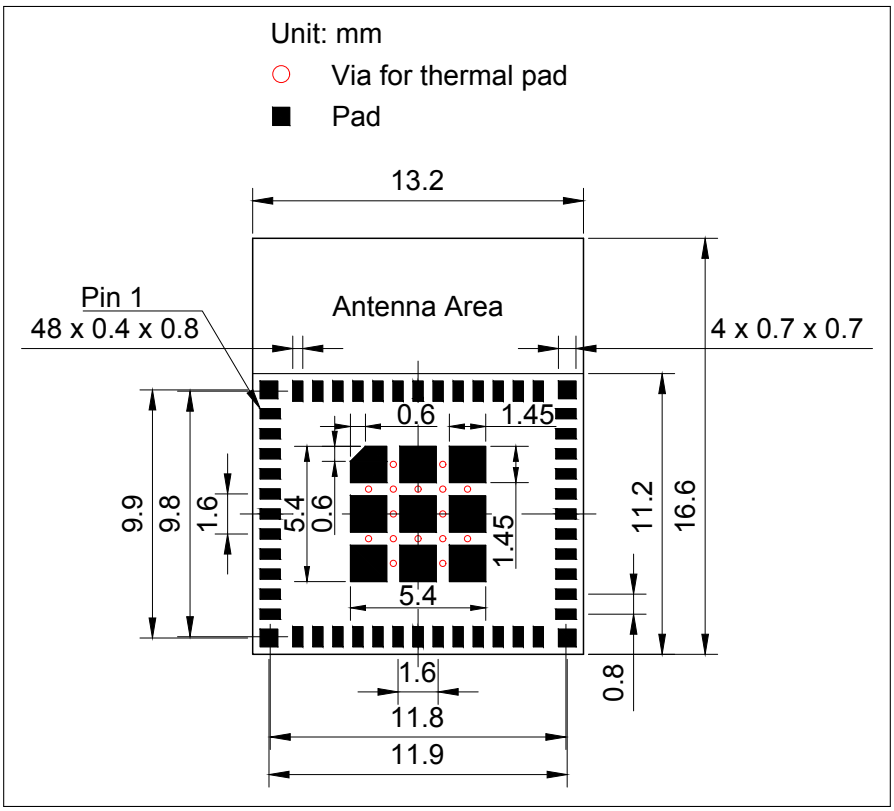
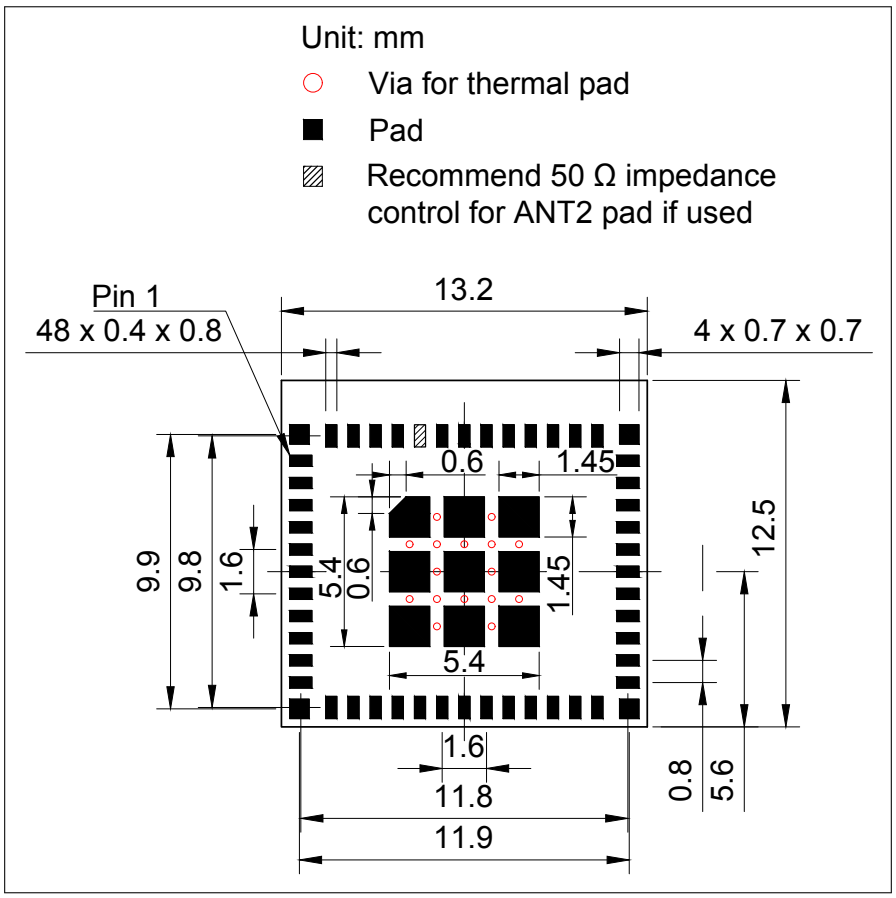

图 14: ESP32-C61-MINI-1 推荐 PCB 封装图形
图 15: ESP32-C61-MINI-1U 推荐 PCB 封装图形
- 推荐 PCB 封装图，标有 PCB 设计所需的全部尺寸。详见图 14 *ESP32-C61-MINI-1 推荐 PCB 封装图形* 和图 15 *ESP32-C61-MINI-1U 推荐 PCB 封装图形*。
- 推荐 PCB 封装图的源文件，用于测量图 14 和 15 中未标注的尺寸。您可用 Autodesk Viewer 查看 ESP32-C61-MINI-1 和 ESP32-C61-MINI-1U 的封装图源文件。